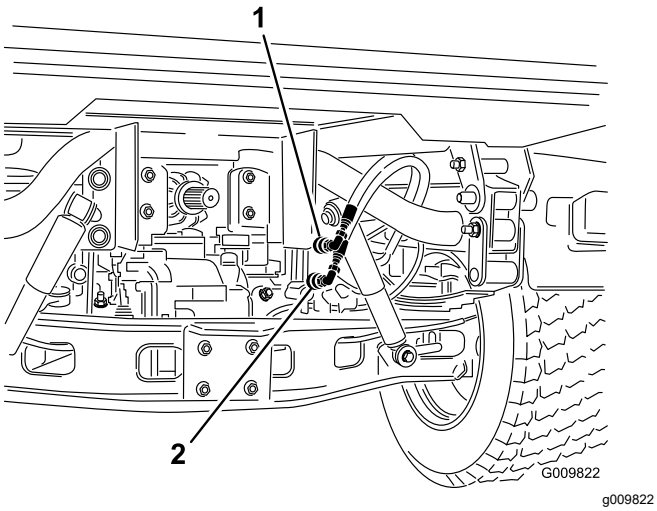

Figur 17
2. På kjøretøy med serienumre fra 240000001 og oppover kobler du de to løftesylinderslangene fra slangene som er festet til koblingsbraketten (Figur 17). Sett hettene inn i hurtigkoblingene til sylinderslangene.